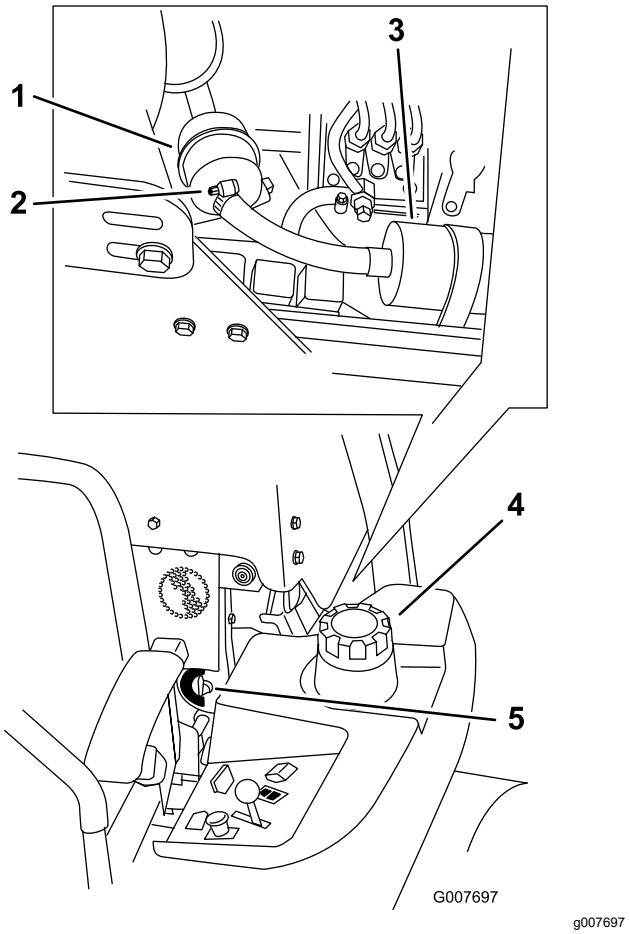

Figur 71
4. Stäng bränslekranen (Figur 71).
5. Lossa de två slangklämmorna och koppla loss bränsleslangarna från bränslefiltret (Figur 71).
6. Montera ett nytt filter. Koppla bränsleslangarna till bränslefiltret och montera de två slangklämmorna (Figur 71).